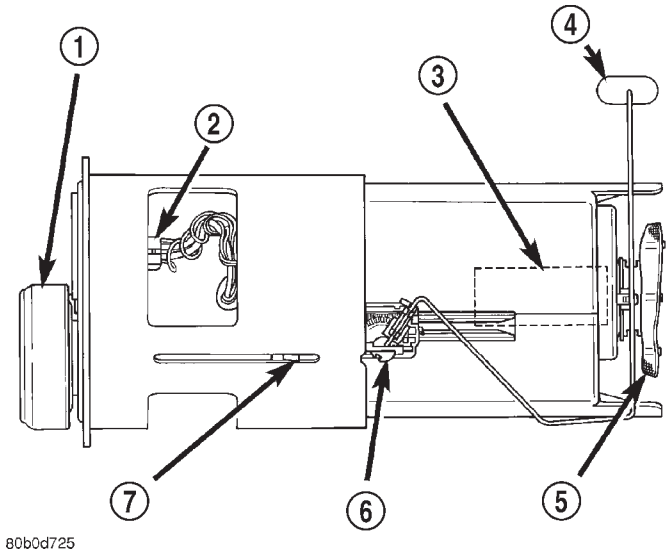
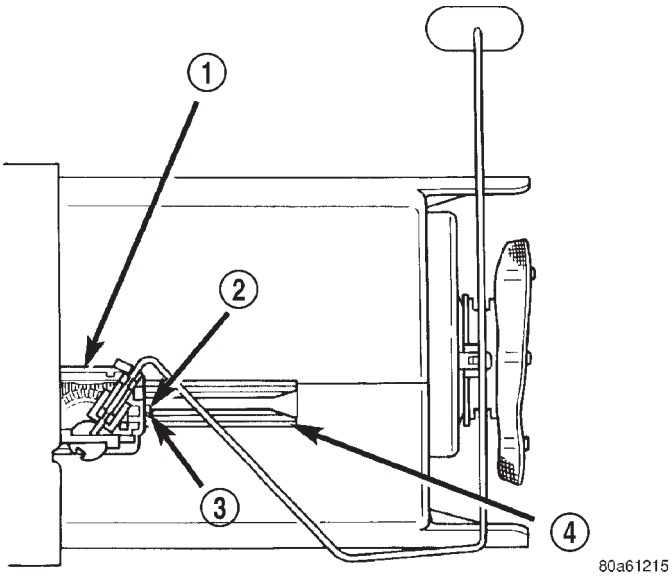

Fig. 9 Fuel Gauge Sending Unit Location—TYPICAL Module
Fig. 10 Fuel Gauge Sending Unit Lock Tab/Tracks
module (Fig. 9). The fuel pump module is located inside of fuel tank.
(1) Remove fuel tank. Refer to Fuel Tank–All Engines in the Removal/Installation section.
(2) Remove fuel pump module. Refer to Fuel Pump Module Removal/Installation.
(3) Unplug 4–way electrical connector (Fig. 9).
(4) Disconnect 2 sending unit wires at 4–way connector. The locking collar of connector must be removed before wires can be released from connector. Note location of wires within 4–way connector.
(5) The sending unit is retained to pump module with a small lock tab and notch (Fig. 10). Carefully push lock tab to the side and away from notch while sliding sending unit downward on tracks for removal. Note wire routing while removing unit from module.
The fuel gauge sending unit (fuel level sensor) and float assembly is located on the side of fuel pump module (Fig. 9) . The fuel pump module is located inside of fuel tank.